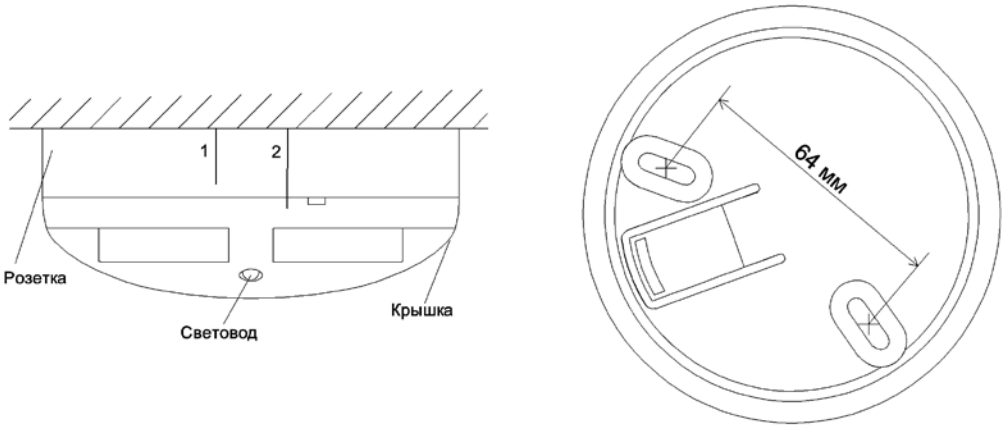

Рисунок 11.3
- При установке извещателя в розетку необходимо совместить риску на корпусе извещателя с «короткой риской 1» на розетке и повернуть его по часовой стрелке до совмещения с «длинной риской 2» (см. Рисунок 11.3).